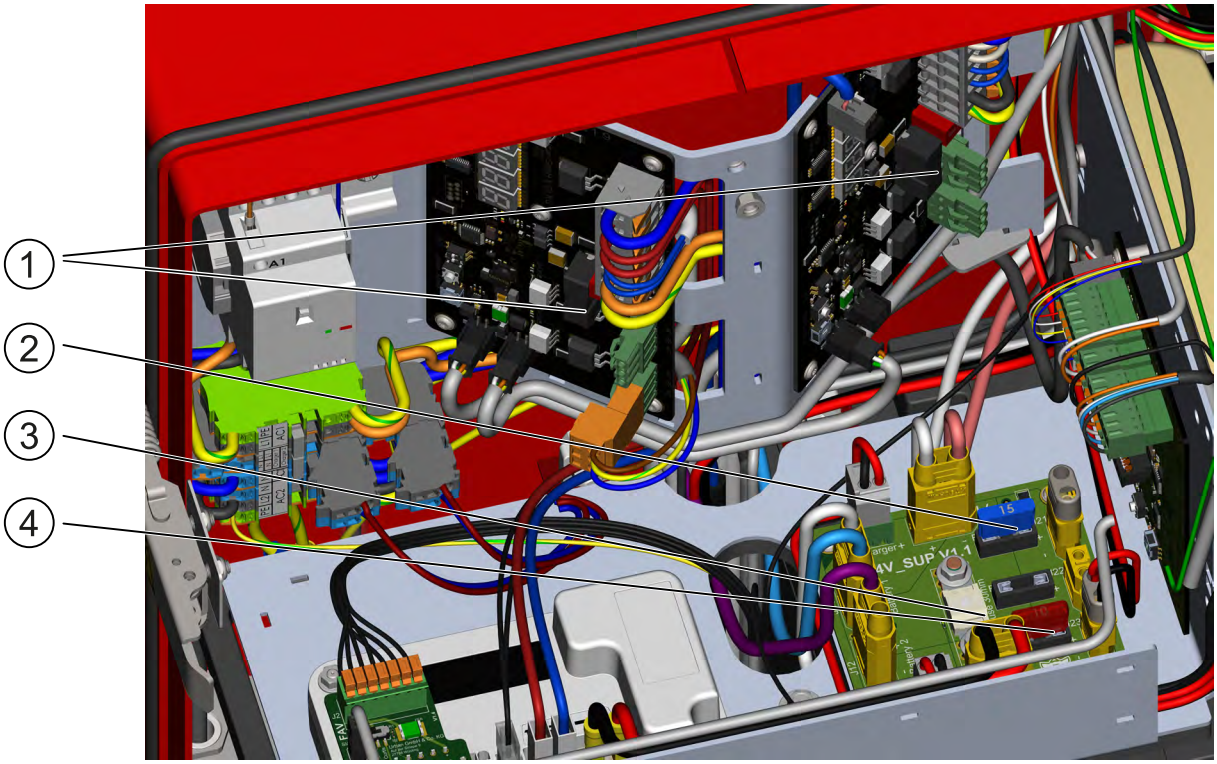

Afbeelding 29: Overzicht van de zekeringen
4. Zoek de defecte zekering zie Afbeelding 29 “Overzicht van de zekeringen”, op pagina 85).